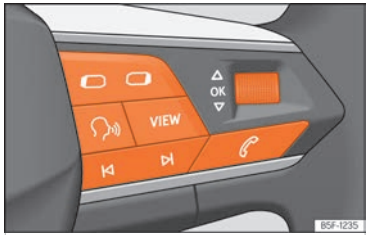

Fig. 13 Lado derecho del volante multifunción: teclas para utilizar los menús y las indicaciones informativas del cuadro de instrumentos (según versiones).
Mientras haya una advertencia con prioridad 1 ››› pág. 24, no se podrá acceder a ningún menú. Algunas advertencias se pueden confirmar y ocultar con la tecla OK del volante multifunción ››› fig. 13.
- Si se muestra un mensaje o el pictograma de un vehículo, pulse la tecla OK ››› fig. 13; si es necesario, varias veces.